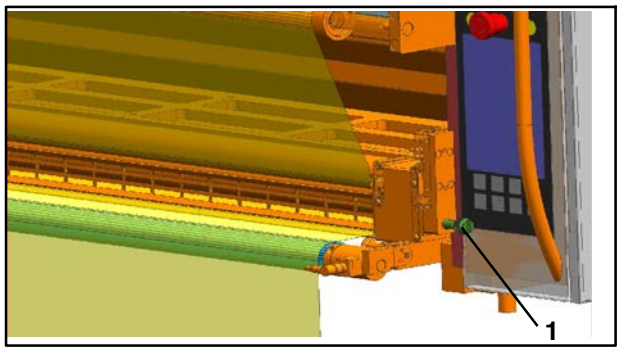

Fig. 91 Goujon d'arrêt côté enrouleur
2. Graisser les goujons d'arrêt (Fig. 90/1 et Fig. 91/1) avec Gleitmo 810